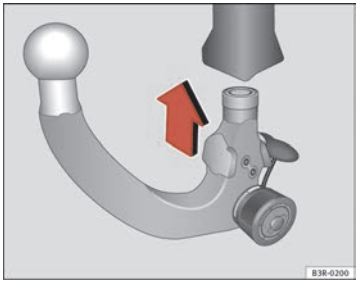

Fig. 156 Removable towing bracket: Inserting the ball joint
– With the spring mechanism in the ready position, insert the ball joint into the mounting fixture and push it upwards ⇒ page 203, fig. 156 in the direction indicated (arrow) ⇒ ⚠. It should lock into position automatically. You should now clearly hear it click into place.